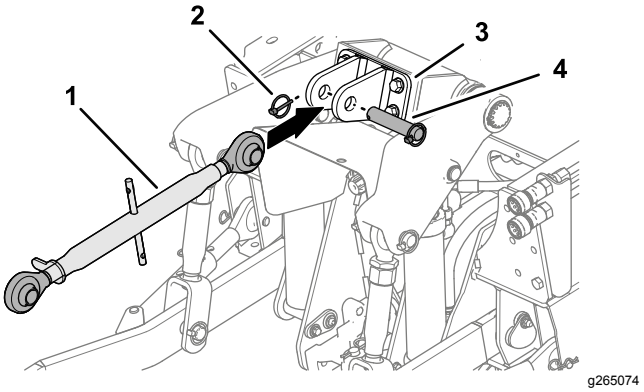

Figuur 16
3. Monteer de bovenste verbindingsarm van de 3-punts trekhaak (Figuur 16) (indien verwijderd) op de tractie-eenheid.